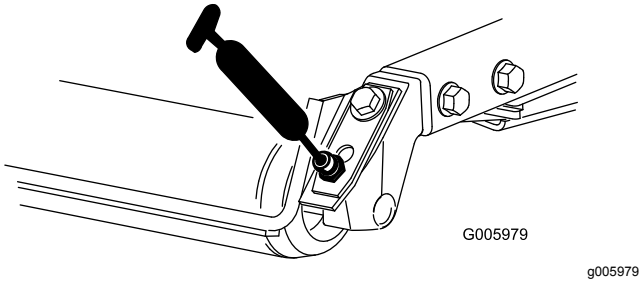

Rysunek 27
- Łożyska rolki tylnej (2 na zespół tnący) (Rysunek 27)